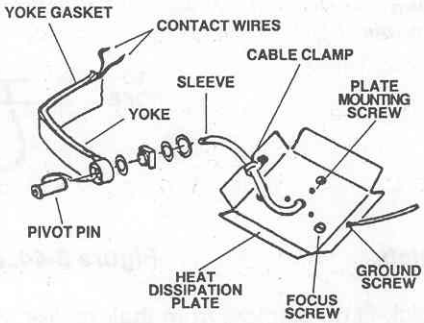

Figure 3-47. Yoke disassembly/assembly.
(25) Attach a strong, flexible threading wire to the electrical wires removed from the rocker switch.
(26) Pull the electrical wires through the lighthead pivot pin and the wiring sleeve as illustrated in figure 3-47. Discard the removed lamp contact, but leave the threading wire in place.